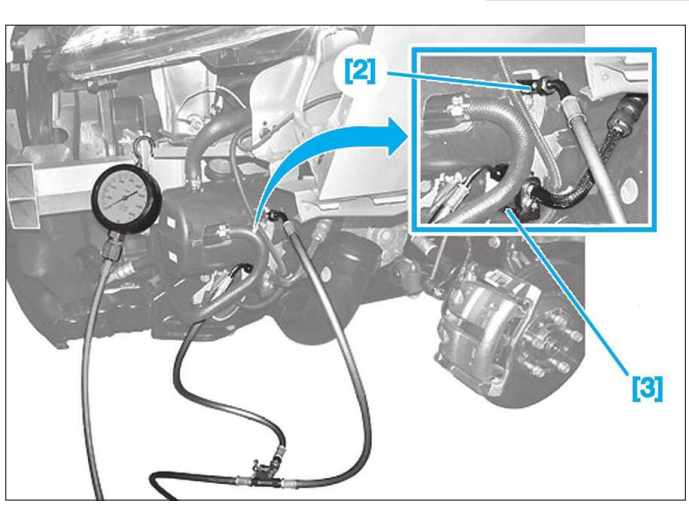

Fig. 22
• Mettre en place **(Fig.22)** :